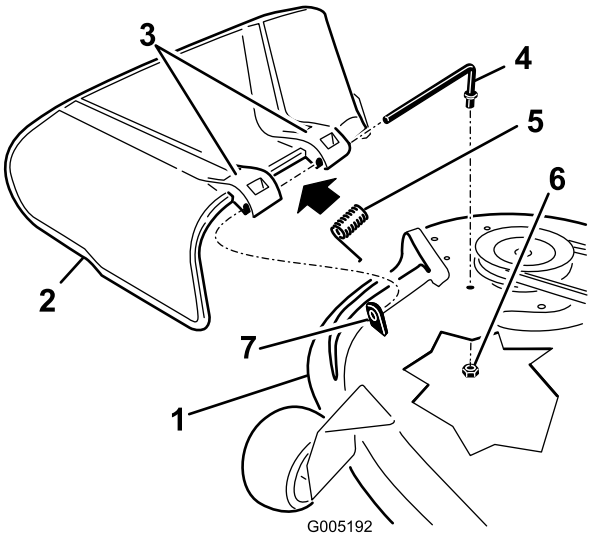

Figur 68
1. Fjern møtrikken (3/8 tomme) fra stangen under plæneklipperen (Figur 68).
2. Skub stangen ud af det korte afstandsstykke, fjederen og græsdeflektoren (Figur 68).
4. Udskift græsdeflektoren (Figur 68).
7. Skub stangen gennem det andet græsdeflektorbeslag (Figur 68).
9. Fastgør den bageste ende af stangen i plæneklipperen med en møtrik (3/8 tomme), som vist i Figur 68.